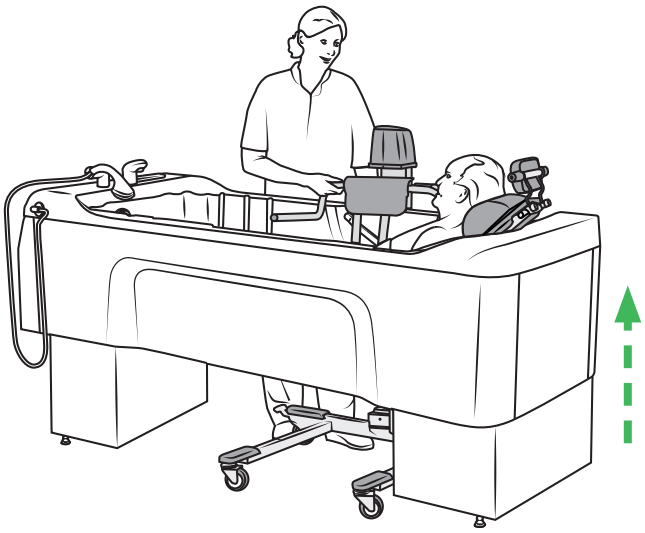

Afbeelding 44
10. Breng de Classic Line 2 badkuip omhoog zodat de badliftwagen de bodem van de Classic Line 2 badkuip raakt. Zie Afbeelding 44.